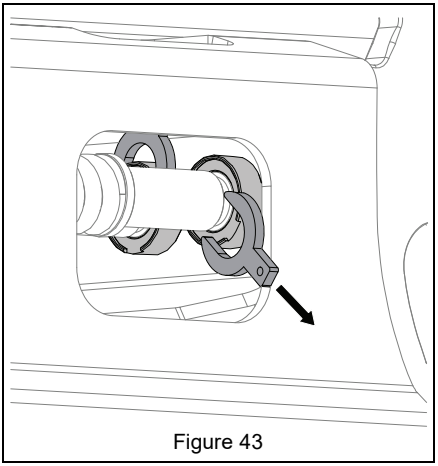

Figure 43
3. Remove both locking clips. See Figure 43.